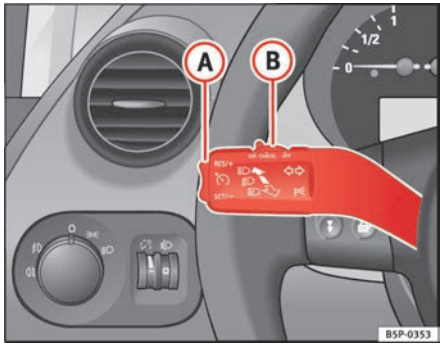

Fig. 146 Turn signal and main beam headlight lever switch and rocker switch for the cruise control
– Press the lower part **SET/-** of the rocker switch ⇒ fig. 146 (A) once briefly when you have reached the speed you wish to set.